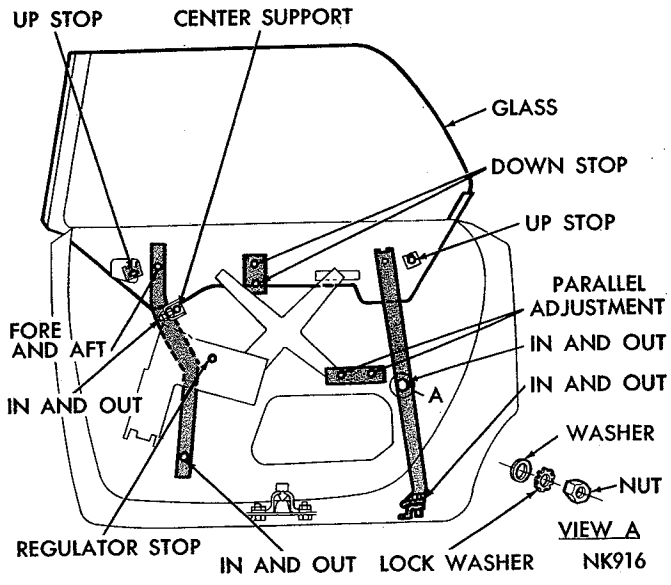

*Fig. 105—Rear Door Glass Adjustments*
(1) Raise window seating top of glass against roof rail weatherstrip and front of glass flush with top of front door glass.
(2) Adjust front track lower attachment (Fig. 105) so front of glass is aligned with rear of front door glass at roof rail. Turn adjusting sleeve nut counterclockwise to move glass inboard and clockwise to move glass outboard.
(3) Adjust pivot bracket so front edge of glass is parallel to rear edge of front door glass.
(4) Move front track upper attachment forward so window weatherstrip is against front door window.
(5) Position front and rear up stops down against lower frame of glass assembly.
(6) Run window half way down and tighten lower rear roller track attaching screw.
(7) Run window down until top of glass is even with or slightly below belt line.
(8) Position stop on the regulator plate against stop on the regulator sector and tighten nut.
(9) Move the down stop on lower frame down against the bumper and tighten the screws.
(10) Run window to fully up position.
(11) Loosen center support front track screw and move support inboard against inside panel. Tighten screw.
(12) Adjust center rear track until "boss" is against outboard side of inside panel.